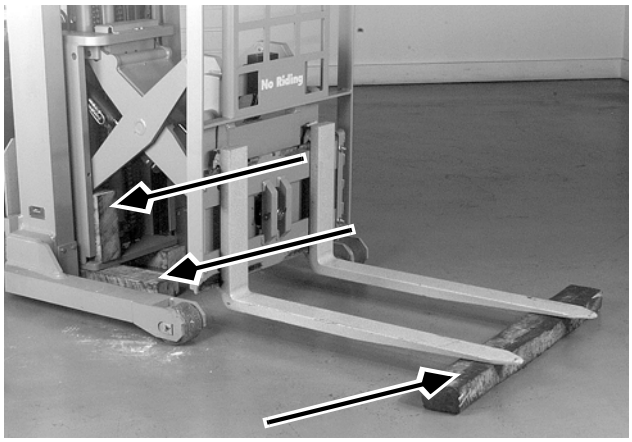

Figure 7-257: Blocking Reach Mechanism and Forks
4. Place blocks at the position where the rear of the carriage and the front of the fork tips will rest upon the floor and lower the carriage on to blocks. See Figure 7-257.
5. Block the scissor assembly so that it cannot retract. See Figure 7-257.